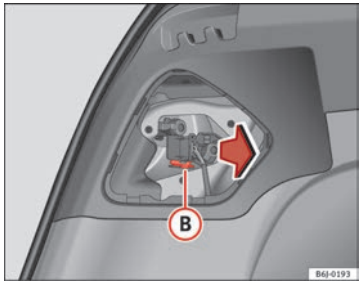

Fig. 160 Removing the bulb holder
– Remove the bulb holder by pressing the clip (B) ⇒ fig. 160 and pulling outwards.